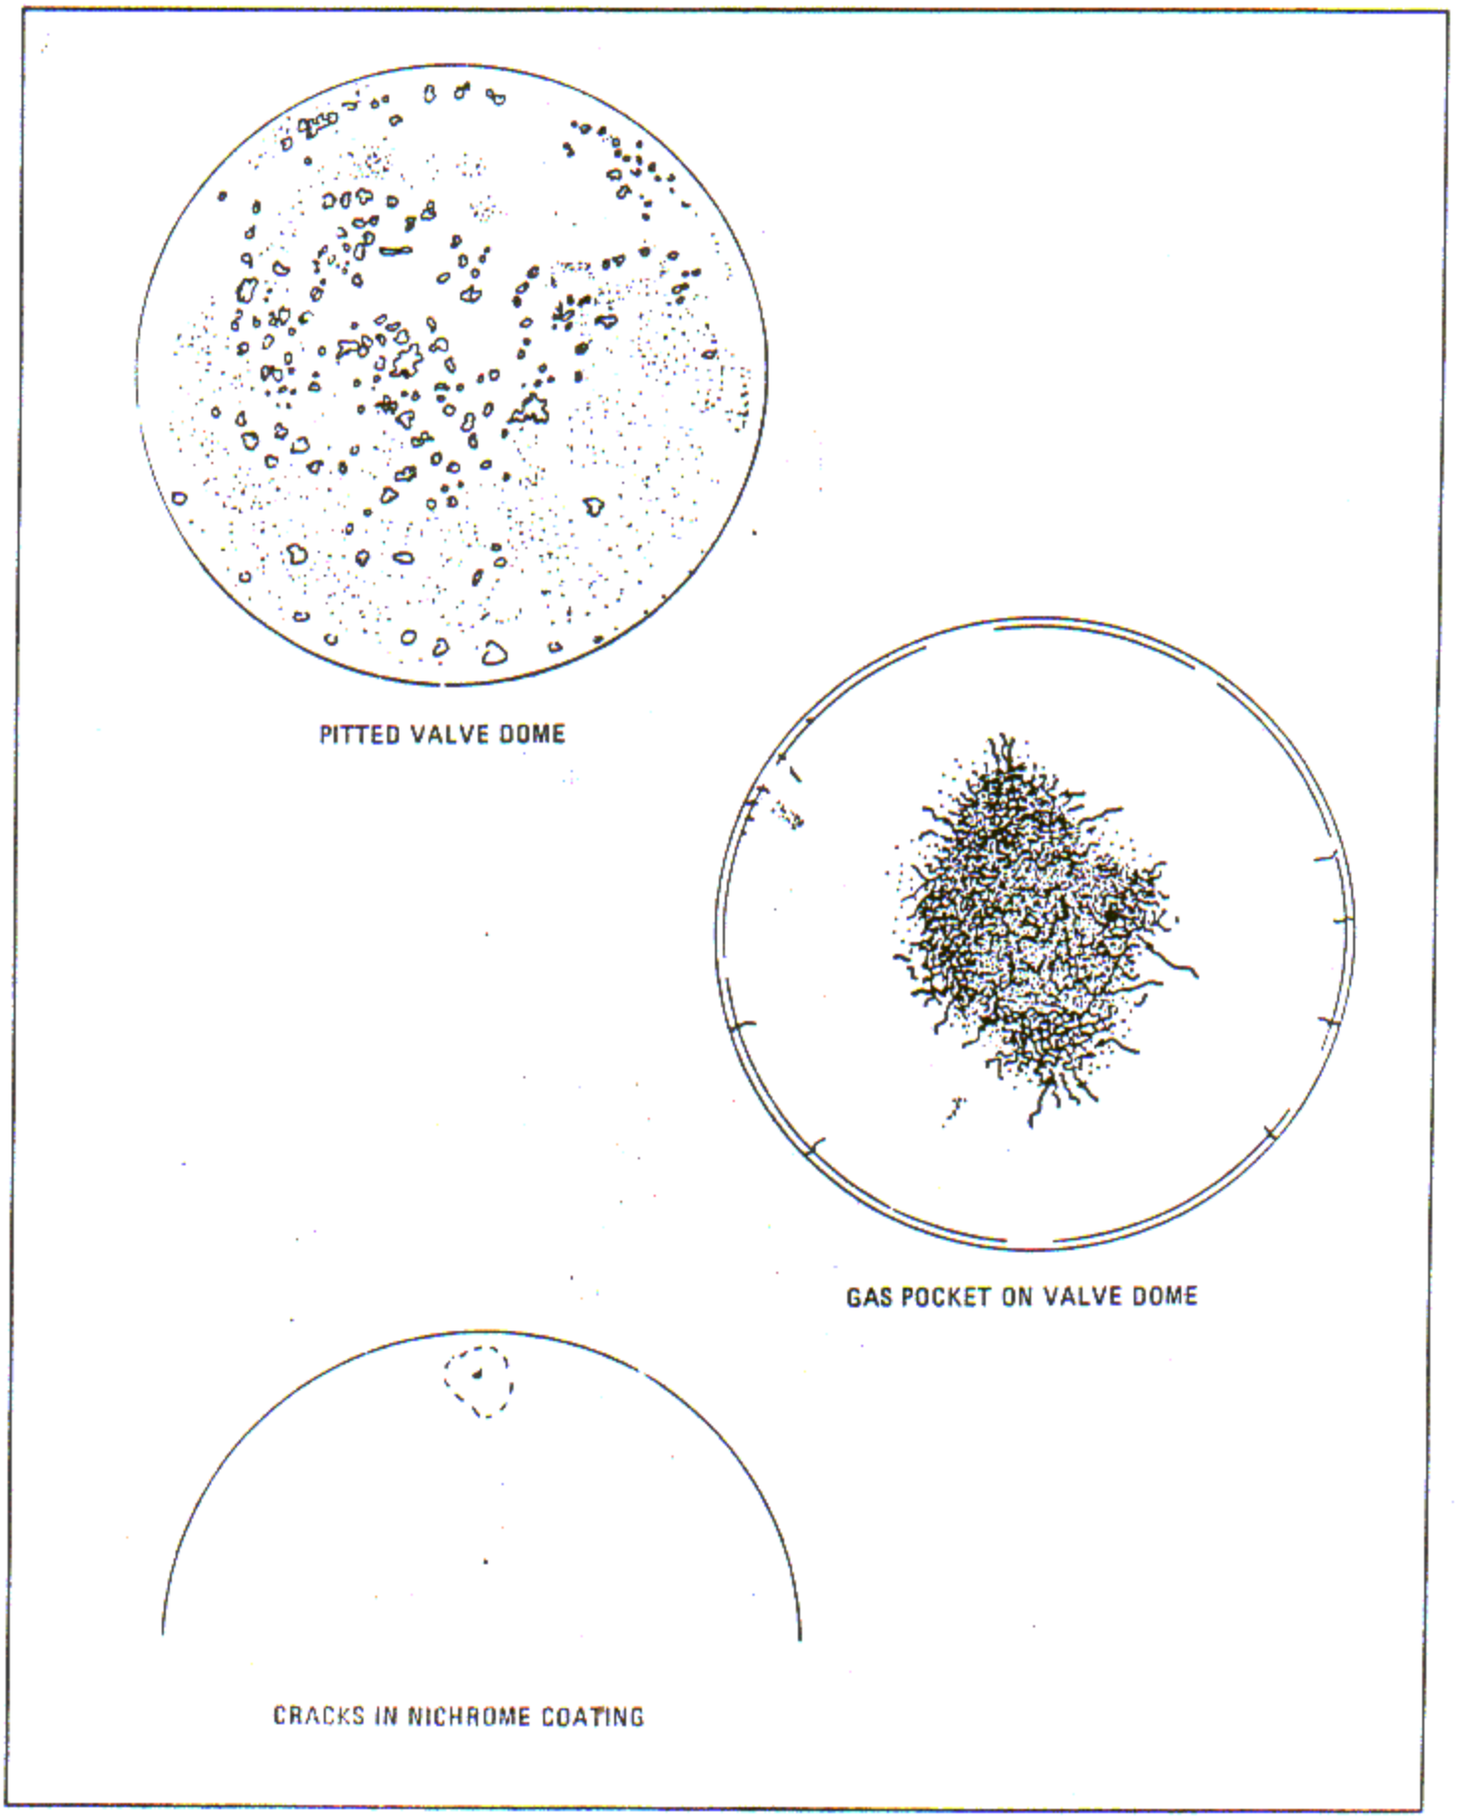

Figure 6-16. Inspection of Valve Dome
g. Dome pitting, figure 6-16. Small indentures caused by particles of metal breaking out due to corrosion or erosion. Accept valves with dome pits to corrosion or erosion. Accept valves with dome pits as shown. Do not attempt to polish out the pits.
h. Dome nichrome coat cracking, figure 6-16: Excessive heat causes the dome nichrome coating to crack. Reject any valves with cracks in the dome coating.
i. Gas pockets in dome, figure 6-16: A gas pocket, as shown, is the result of a sub-surface gas hole which developed during the application of the dome coating. They may be found on new valves. A gas pocket does not warrant replacement of the valve unless the size of the individual pocket exceeds 0.060 inch in diameter or there are more than 10 pockets. Two adjacent pockets in the dome area, closer together than 0.060 inch, are sufficient cause for rejection. Five pockets of this type are permitted in the 0.250 inch area adjacent to the periphery of the valve dome. No pockets are permitted on the valve face.